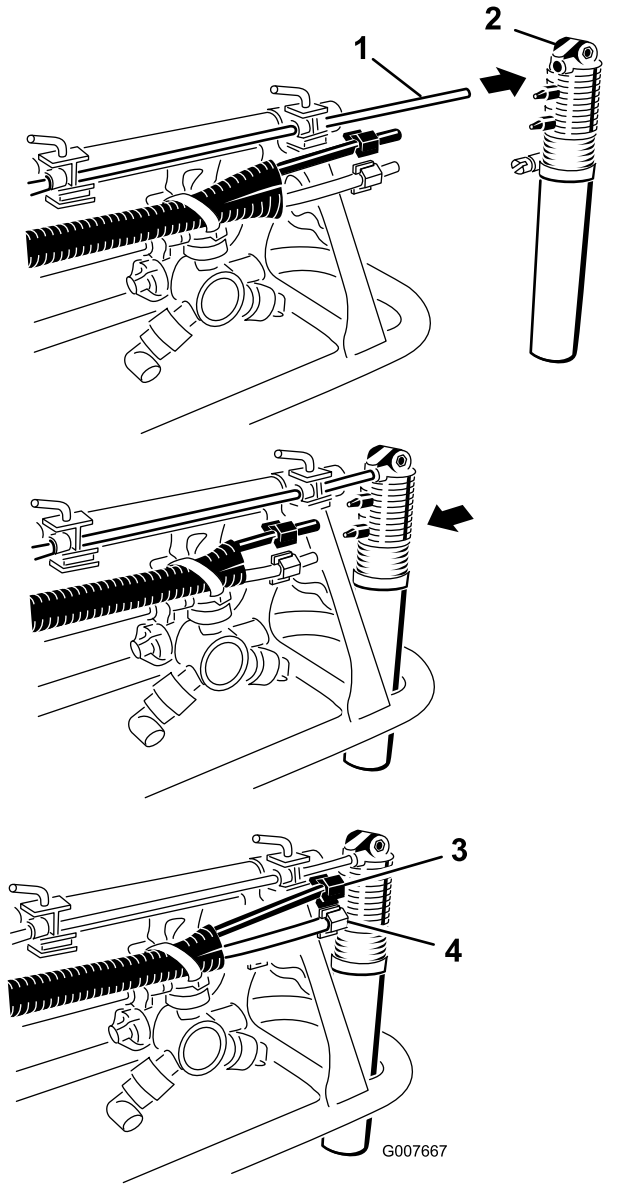

Figur 14
6. Leta reda på skummunstyckena bland de lösa delarna. Montera ett munstycke på monteringsstången enligt (Figur 14).